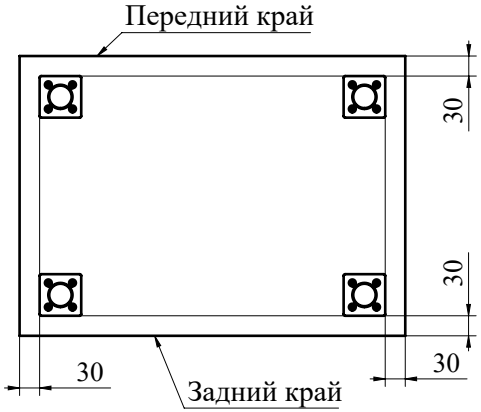

Рис.8
9. Прикрутите при помощи шурупов 3,5х16 опоры к детали 1 (Рис. 8).